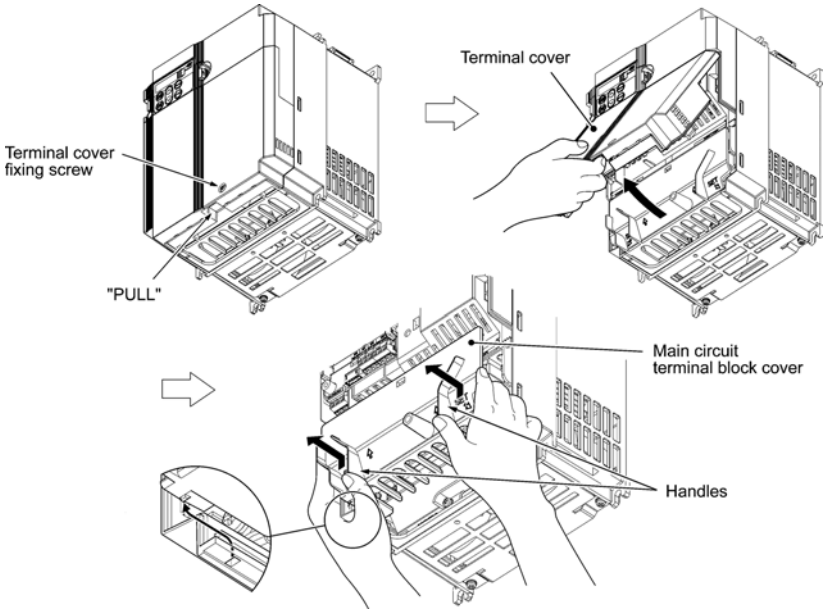

Figure 2.5 Removing the Covers (For Inverters with a Capacity of 5.5 and 7.5 kW)
(2) For inverters with a capacity of 5.5 and 7.5 kW
① To remove the terminal cover, first loosen the terminal cover fixing screw on it, and put your finger in the dimple of the terminal cover (labeled "PULL"), and then pull it up toward you.
② To remove the main circuit terminal block cover, put your thumbs on the handles of the main circuit terminal block cover, and push it up while supporting it with your fingers. (Refer to Figure 2.5.)